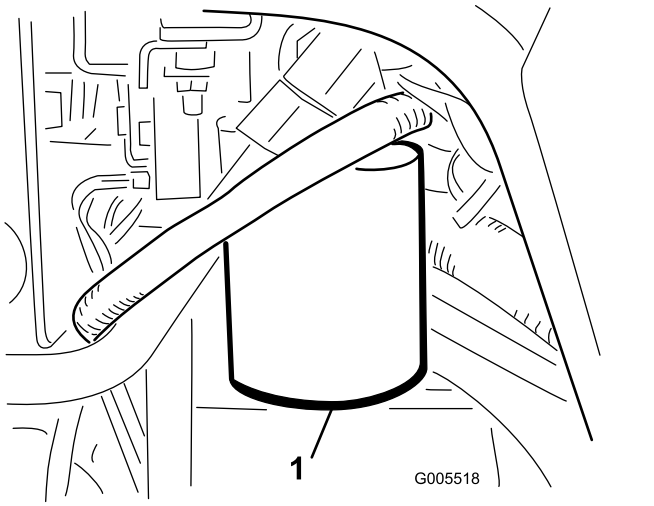

Figur 57
1. Rengør det område, hvor filteret monteres (Figur 57). Anbring en drænbakke under filteret, og afmonter filteret.